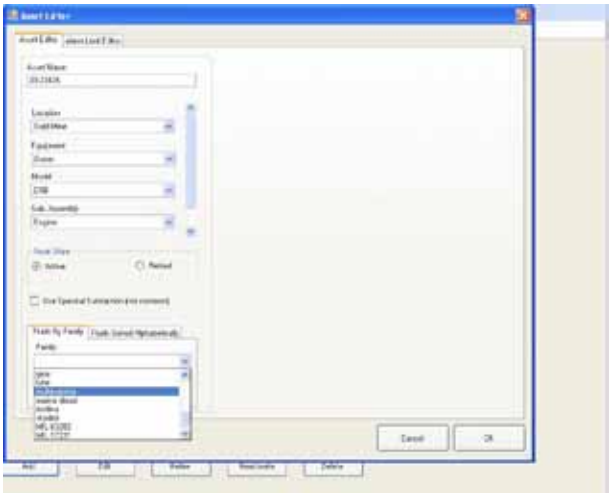

Figure 2.7-3, Manage Asset Editor Screen
5. The screen shown in Figure 2.7-3 will appear (entries made from our example). The "Asset Editor" tab is the default and will be selected. Enter the asset's unique identifier into the **Asset Name** field. In our example, it is a serial number.